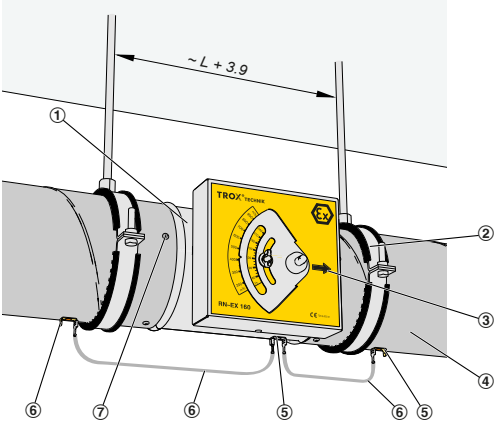

Fig. 4: Installation example
1. ▶ Pre-assemble suspensions (Fig. 4/2) at the installation location, at a distance of approx. L+3.9 in.
2. ▶ Assemble the first duct (Fig. 4/4) and lead it up to the installation location of the controller.
3. ▶ Push the spigot of the CAV controller (Fig. 4/1) into the duct; note the airflow direc-tion marked by the arrow (Fig. 4/3).
4. ▶ Push the second duct (Fig. 4/4) onto the other spigot.
6. ▶ Fix the controller to the duct using screws or rivets (Fig. 4/7).
7. ▶ Make the equipotential bonding (Fig. 4/5) using ground strap and blade connector (Fig. 4/6).